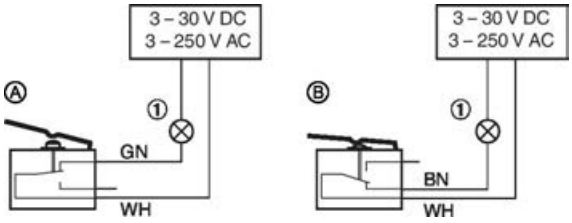

Fig. 42 : Câblage pour interrupteur fin de course, exemple
- Les interrupteurs de fin de course doivent être raccordés suivant l'exemple de câblage ci-contre. Fig. 42